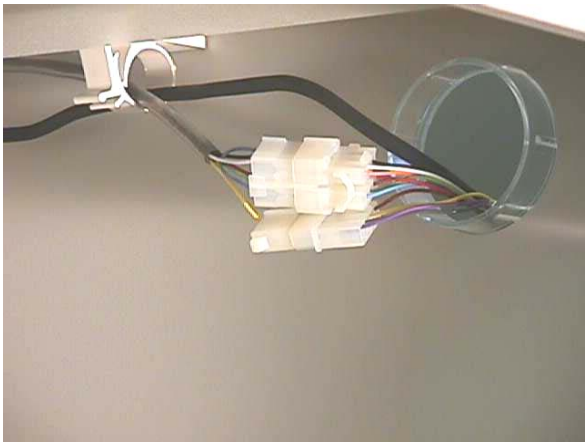

FIGURE 17
4.9.7 Plug the Vend Harness interface connector into the 2223 sprig. (see figure 17)